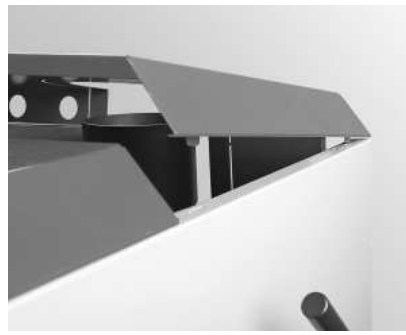

Fig. 87 Accrocher le capot arrière de la chaudière
– Accrocher le capot arrière de la chaudière dans la fente du revêtement de la paroi latérale prévue à cet effet – Fig. 87.